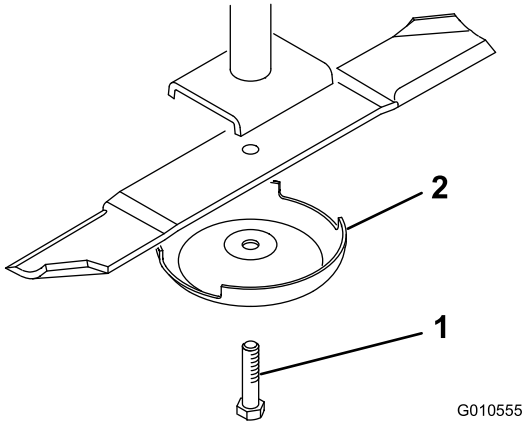

Figur 21
2. Tag fat i enden af kniven med en klud eller en tyk handske. Fjern knivbolten, antiskalperingsskålen og skærekniven fra spindelakslen (Figur 21).